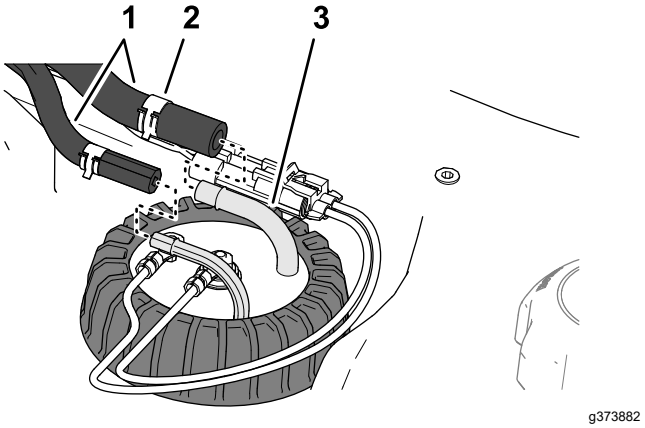

Рисунок 124
5. Установите шланг на штуцеры датчика уровня топлива и прикрепите шланги к штуцерам с помощью зажимов (Рисунок 124).